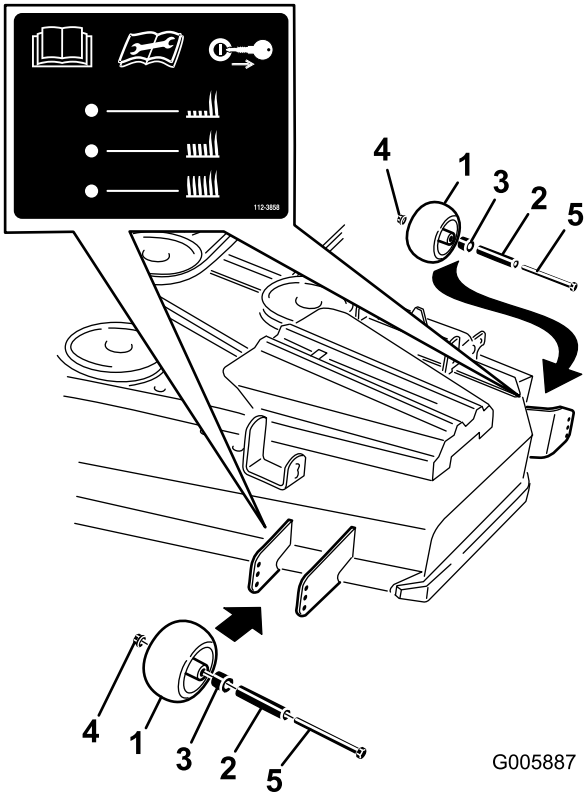
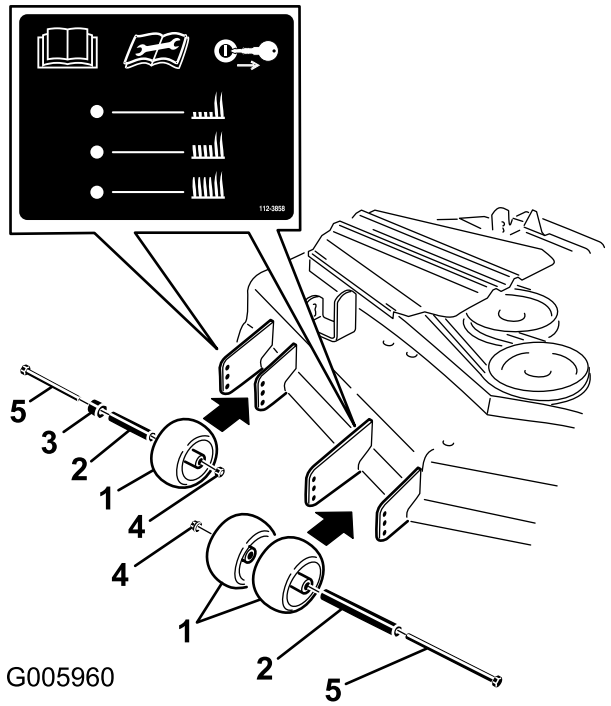

Figur 19
Figur 20
3. Når du har justeret klippehøjden, skal du justere rullerne ved at fjerne flangemøtrikken, bøsningen, afstandsklodsen og bolten (Figur 19 eller Figur 20).
Bemærk: De to midterste ruller har ikke en afstandsklods (Figur 19 eller Figur 20).
5. Monter flangemøtrik, bøsning, afstandsklods og bolt. Spænd til 54-61 Nm (Figur 19 eller Figur 20).